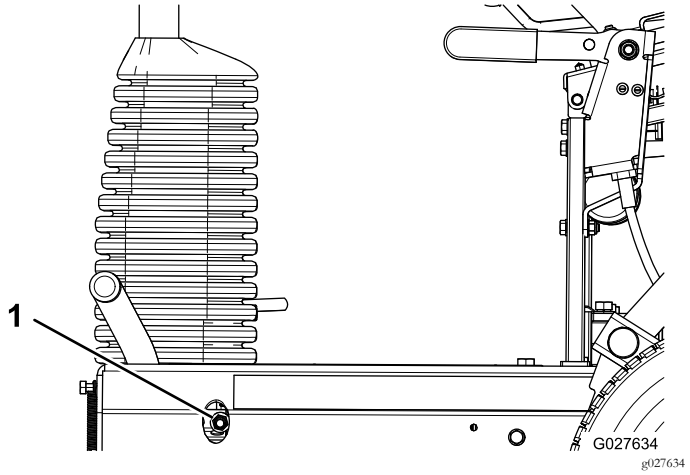

Figur 38
- Stram bremselåsemutteren (Figur 38) for å øke bremsekraften.
- Løsne bremselåsemutteren (Figur 38) for å redusere bremsekraften.